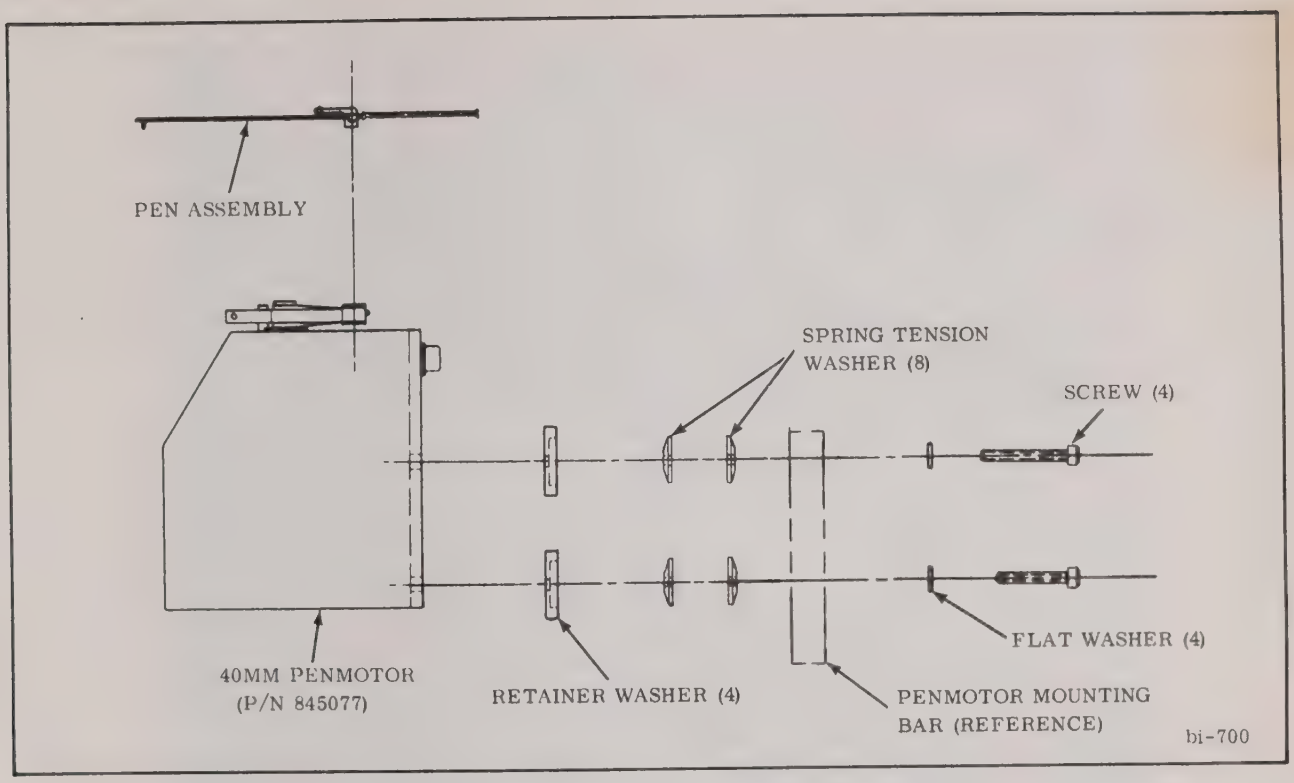

FIGURE 6-16 40MM PENMOTOR REPLACEMENT
11. Support penmotor and remove four socket-head cap screws and flat washers (Fig. 6-16).
a. Removal (Fig. 6-16)